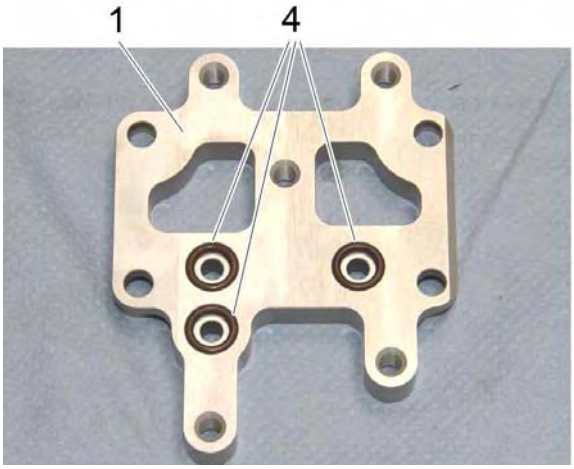

Bild 10
2. Jeweils einen O-Ring (item 4) in jede der drei vorgesehenen Vertiefungen in der Adapterplatte (item 1) einsetzen. Siehe Bild 10.